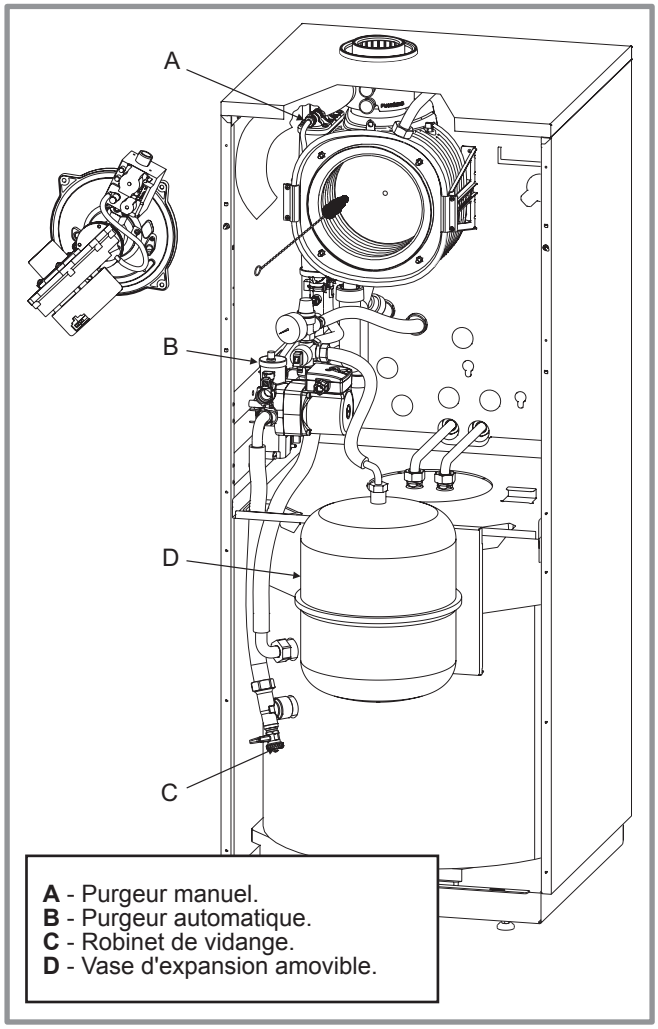

Figure 40 - Accès à la chambre de combustion
- Ouvrir le robinet de vidange de la chaudière (Figure 40 , rep. **C**).
- Ouvrir le purgeur de la chaudière (Figure 40, rep. **A**).